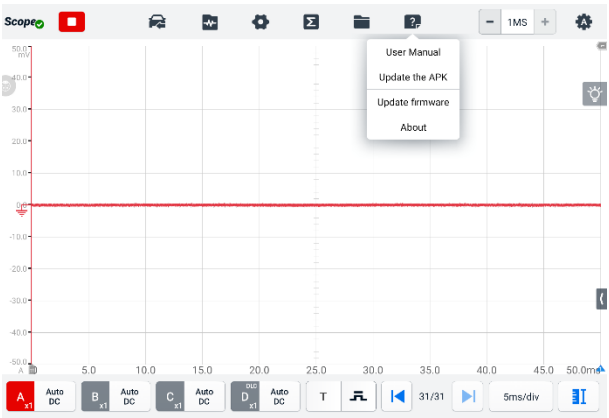

Figur 9-2 ***Hjälpskärm***
1. Tryck på **Hjälp-**knappen i skärmens övre verktygsfält. En rullgardinsmeny visas. (Se *Figur 9-2 Hjälpskärm*.)